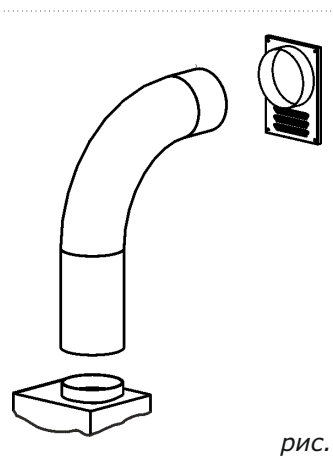

рис. 7
- выходное отверстие воздуховода подсоедините к вентиляционной решетке (рис. 7).